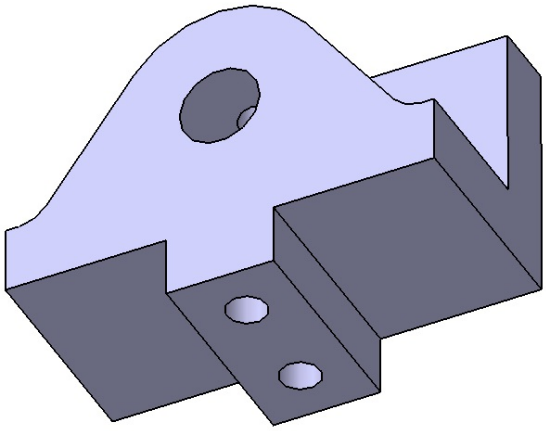

Figure 7-48 *Final model after creating all the features*
e. Add fillet to the edges of the model, refer to Figure 7-48.
model after creating all features is shown in Figure 7-48.